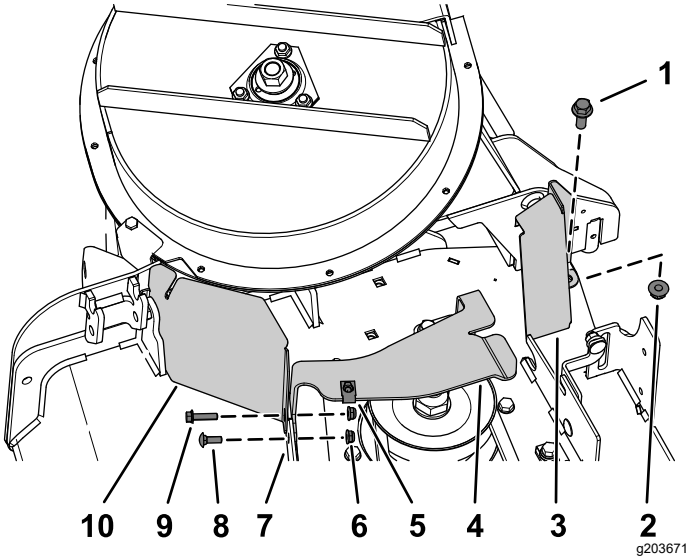

Figur 11
1. Ret hullerne i CE-remskiveskærmen ind efter hullet i det fremadrettede deflektorbeslag og det udvendige hul i den fremadrettede skjoldflange (Figur 11).
2. Ret CE-remskærmbeslaget ind efter hullerne i bagsiden af den fremadrettede skjoldflange (Figur 11).
3. Fastgør CE-remskiveskærmen og remskærmbeslaget til den fremadrettede skjoldflange ved det udvendige hul med sekskantsbolten (¼" x 1") og en flangemøtrik (¼") som vist i Figur 11.
4. Fastgør remskærmbeslaget til den fremadrettede skjoldflange ved det indvendige hul med en bræddebolt (¼" x ¾") og en flangemøtrik (¼") som vist i Figur 11.
5. Ret hullet i den bageste flange i CE-remskærmbeslaget ind efter hullet i skjoldet, hvor du afmonterede remskærmbeslaget i trin 1 i Afmontering af skærmmonteringsbeslaget (side 3). Se Figur 11.
6. Fastgør den bageste flange på CE-remskærm-beslaget til skjoldet med en sekskantbolt (⅜" x 1 tomme) og en flangemøtrik (⅜") som vist i Figur 11.
7. Ret klemmemøtrikken ind efter hullet i toppen af CE-remskærmbeslaget, og pres klemmemøtrikken på beslaget (Figur 11).
8. Monter bageste afskærmning løst på plæneklipperskjoldet med en sekskantsbolt (⅜" x 1 tomme) og en flangemøtrik (⅜") som vist i Figur 11.